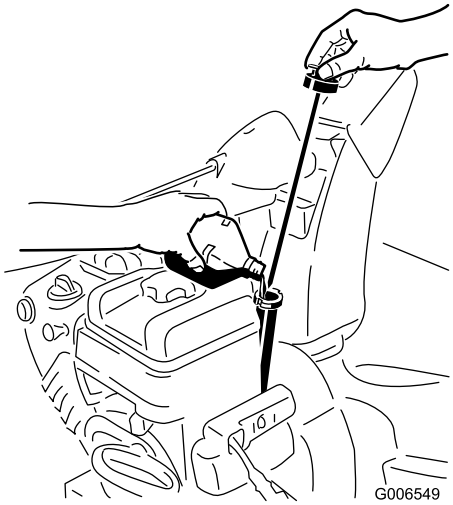

Figur 18
1. Fjern målepinden, og hæld **langsomt** olie i oliepåfyldningsrøret, indtil oliestanden når op til mærket Full (fuld) på målepinden. **Fyld ikke for meget på** (Figur 18).